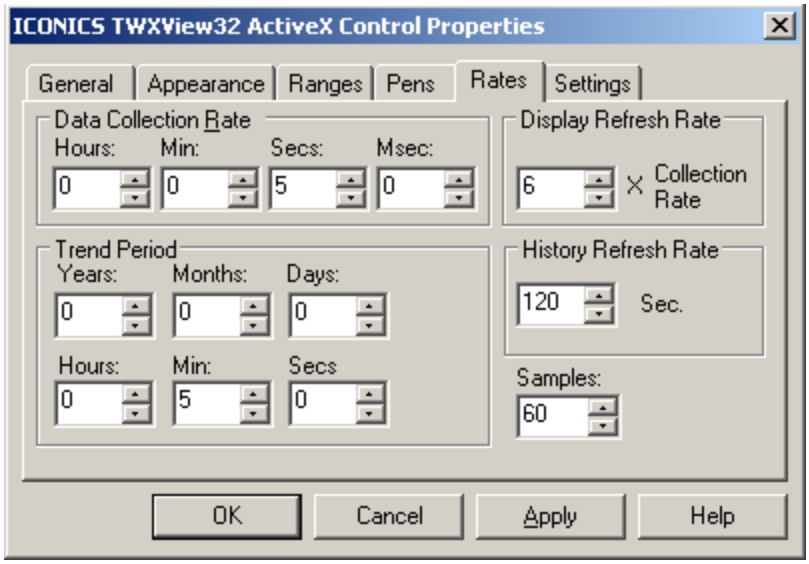

Figure R11.1 - TrendWorX32 Viewer Rates Configuration
For the next three questions, please refer to Figure R11.1
6. True or False: In Figure R11.1, the control will display data for ten minutes at a time.
7. How often would the trend viewer update the display with real-time data with settings shown in Figure R11.1?
8. How often would the trend viewer sample a value for a real-time pen with settings shown in Figure R11.1?